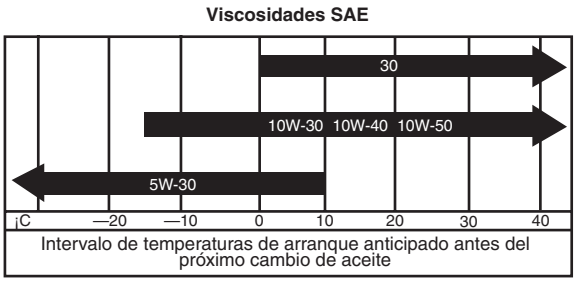

Figura 13
3. El motor utiliza cualquier aceite detergente 10W30 de alta calidad que tenga la “clasificación de servicio” SH o superior del American Petroleum Institute—API—. Selecione una viscosidad según la tabla de la figura 13.